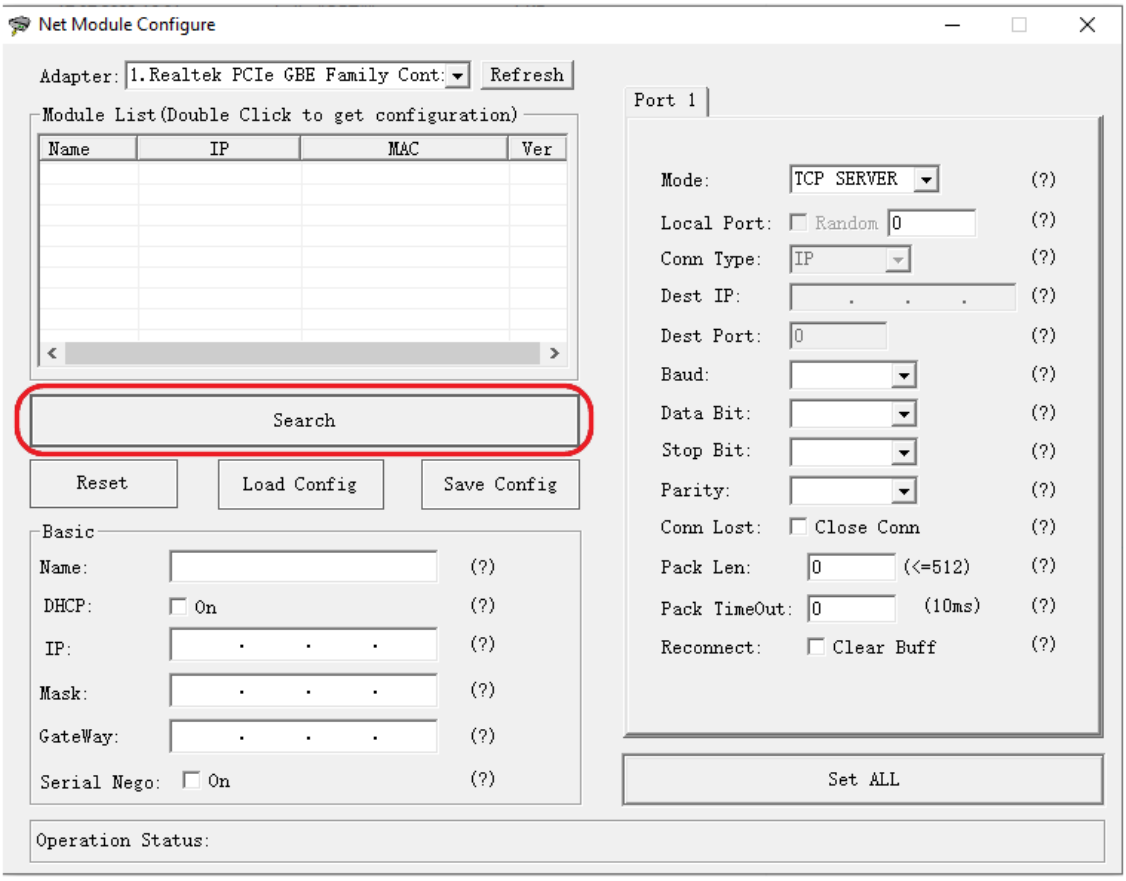

Рисунок 3 – Окно программы Net Module Configure
2.6.7.4 В открывшемся окне программы необходимо нажать кнопку «Search» (рисунок 3).